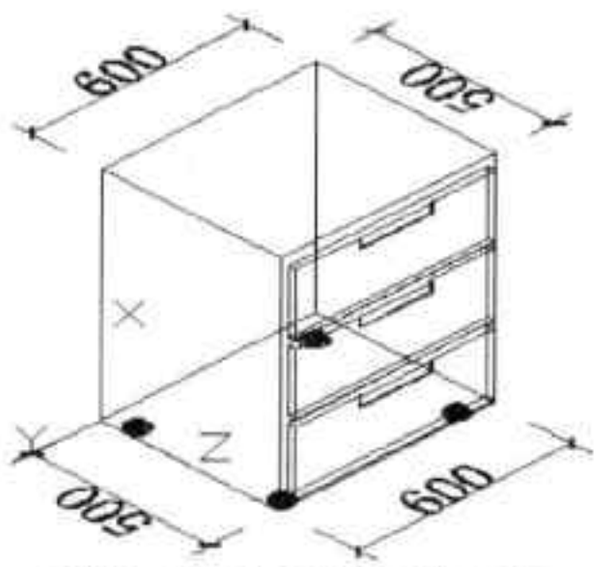

图12-69 指定UCS坐标方向
Step 01 在命令行中输入“UCS”按回车键，将光标定位至模型地面合适位置，并设置好 X 与 Y 轴的坐标方向，如图 12-69 所示。